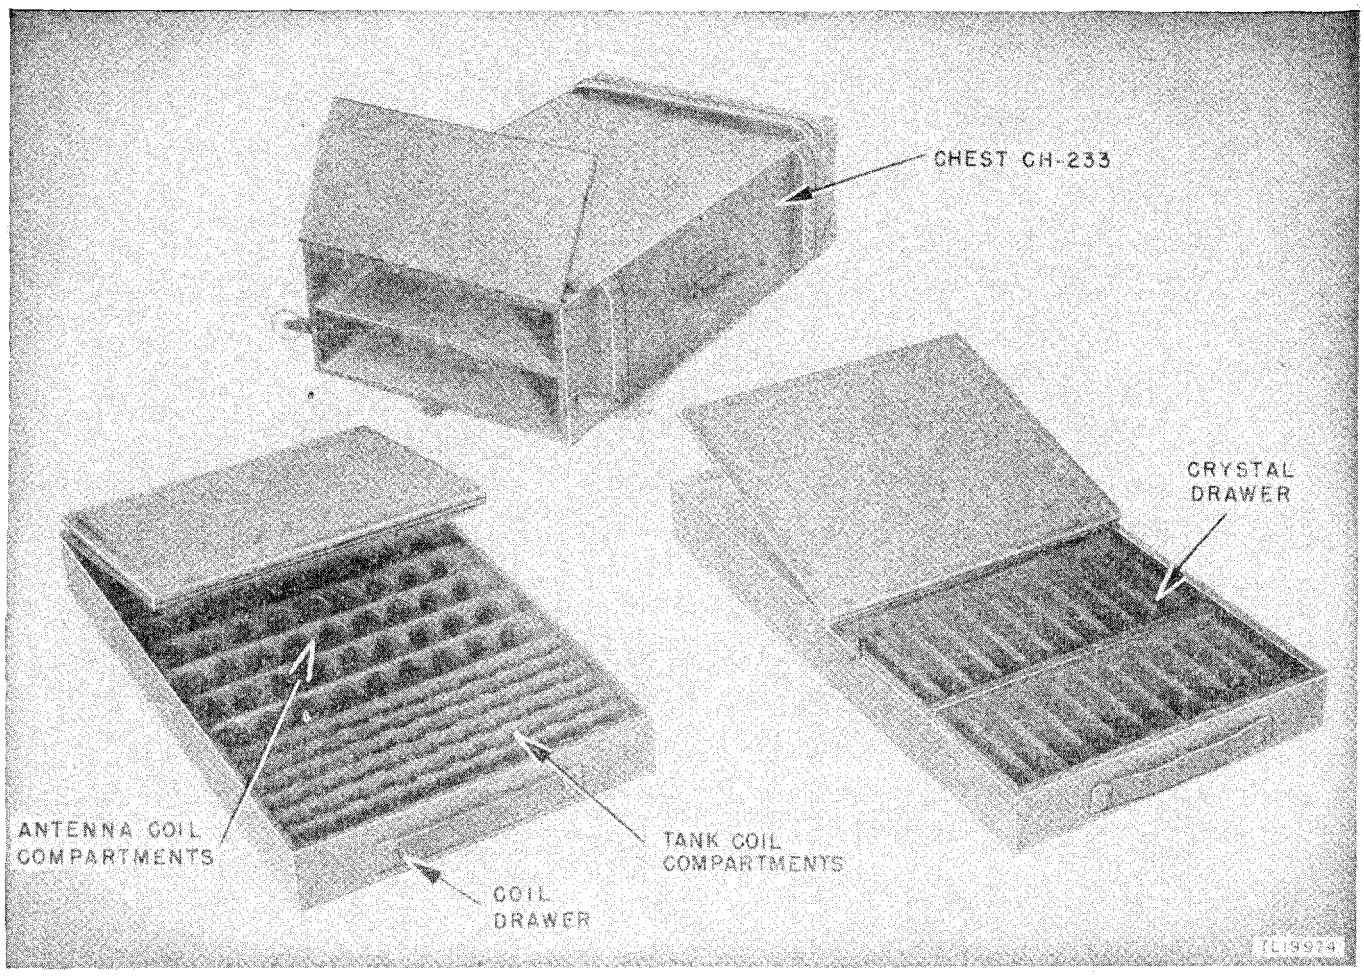

Figure 47. Chest CH–233.
a. General. Frequency Conversion Kit MC–534 consists of Chest CH–233 which contains 400 Crystal Holders FT–243, 72 ANTENNA coils L1, and 60 TANK COILS, L2. (See fig. 47.) These components provide the appropriate ANTENNA coil, TANK COIL, receiver crystal, and transmitter crystal for operation of Radio Set SCR–536–(*) on any of 50 different frequencies.